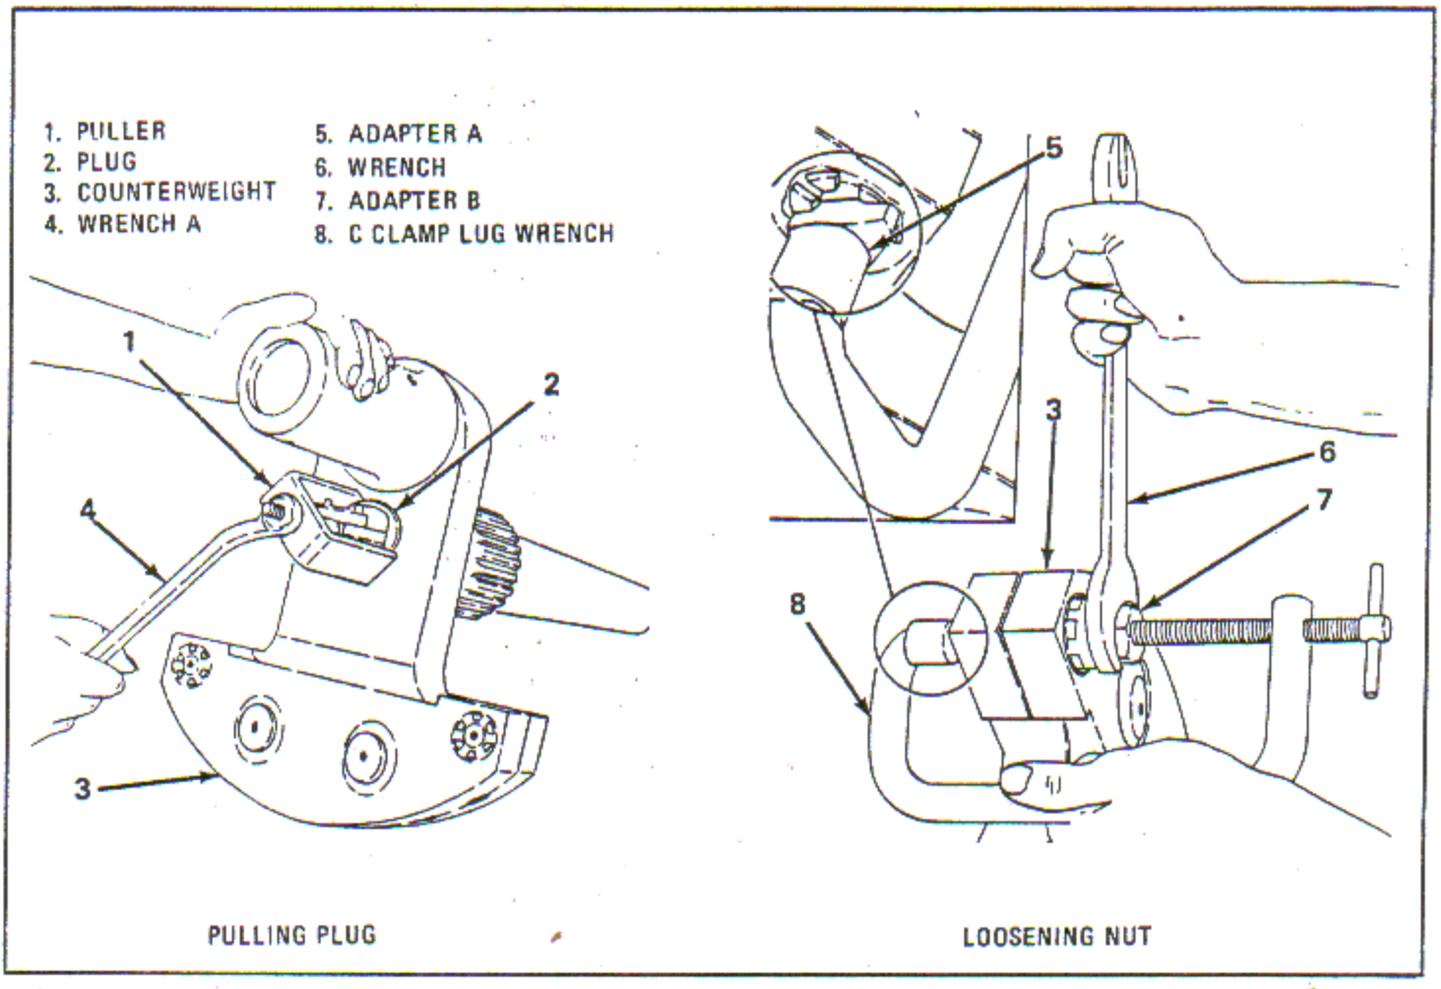

Figure 4-26. Pulling Crankshaft Breather Substituting Plug and Loosening Counterweight Bolt Nut
d. Remove the crankshaft breather substituting plug retaining screw and lock washer. Remove the plug (2, figure 4-26) using puller (1).
e. Straighten the counterweight attaching bolt caps which are bent between lugs on the counterweight attaching bolt and nut and into grooves in the counterweight (3). Loosen the counterweight bolt attaching nuts using wrench A (4), adapter A (5), and adapter B (7). Adapter A is installed on the head of bolt; adapter B is installed on the nut. The C-clamp lug wrench A (8), retains the adapters in place. Use an open end wrench (6) on hex of adapter B. Remove the nuts. Remove the bolts and washers. Remove one side of the counterweight, then the other side with the counterweight pins.